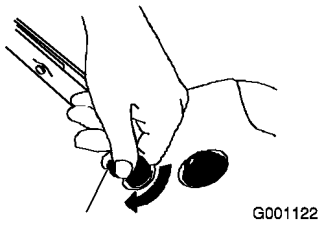

Figure 11
1. Tournez la clé dans le sens horaire en position contact établi (Figure 11).